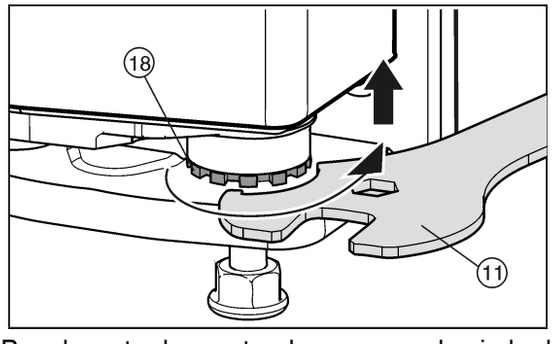

*Fig. 31*
▶ Para levantar la puerta, desenrosque hacia la derecha el perno de cojinete *Fig. 31 (18)* con la llave de boca *Fig. 31 (11)* suministrada. El perno de cojinete se entrega completamente enroscado.